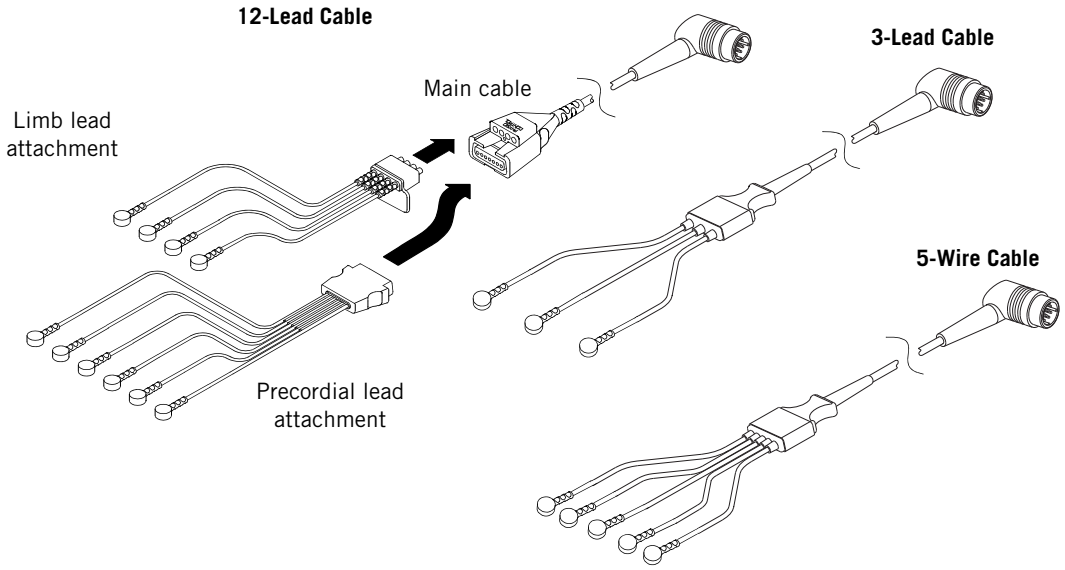

Figure 4-2 12-Lead, 3-Lead, and 5-Wire ECG Cables
The following ECG cables, shown in Figure 4-2, are available for ECG monitoring with the LIFEPAK 15 monitor/defibrillator:
1. Insert the precordial lead attachment into the main cable as shown in Figure 4-2 on page 4-8.